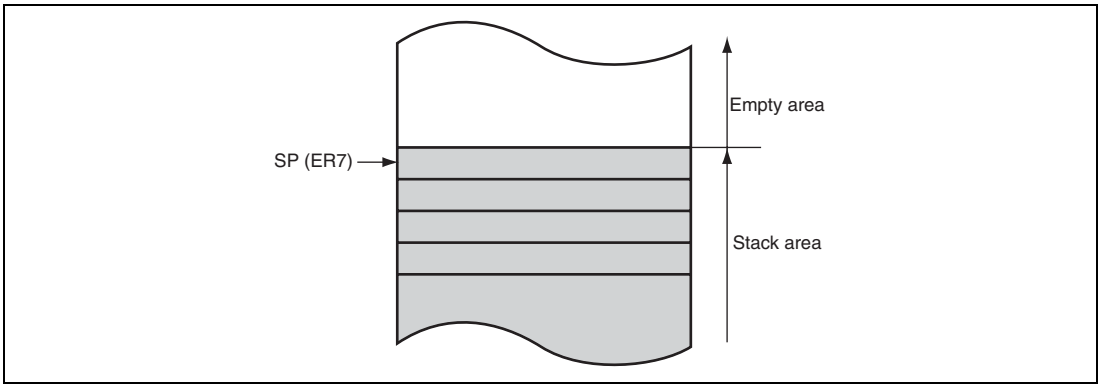

**Figure 2.4 Relationship between Stack Pointer and Stack Area**
General register ER7 has the function of the stack pointer (SP) in addition to its general-register function, and is used implicitly in exception handling and subroutine calls. Figure 2.4 shows the relationship between the stack pointer and the stack area.